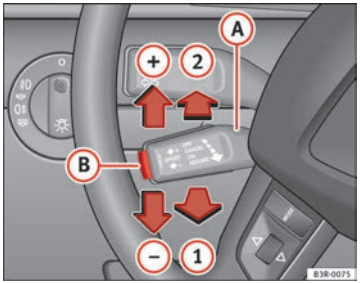

Fig. 154 Controls for the cruise control system
– Pull the lever (A) to position ⇒ Fig. 154 (1) to activate the system.
– Briefly press button (B).
– Move the lever (A) up towards ⇒ Fig. 154 (+).
– Move the lever (A) down towards ⇒ Fig. 154 (-).
– You can increase the set speed in steps of 2 km/h by briefly pressing the lever (A) up towards ⇒ Fig. 154 (+).
– You can decrease the set speed in steps of 2 km/h by briefly pressing the lever (A) down towards ⇒ Fig. 154 (-).
If no speed was stored when the system was temporarily disabled, a new speed can be set as follows: drive at the desired cruising speed and briefly press button ⇒ Fig. 154 (B) (SET). ▶
– Move lever (A) ⇒ Fig. 154 to position (2) (click stop engaged).